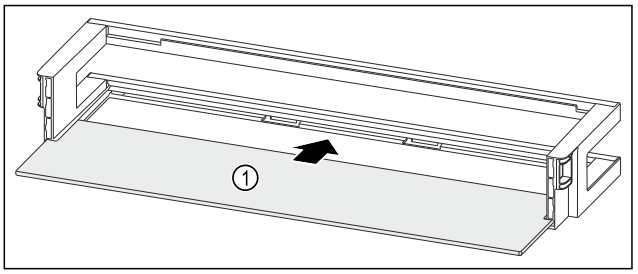

Fig. 137 Durvju plaukts ar plauktu
▶ Iebīdiet plauktu *Fig. 137 (1)* sānu padziļinājumos.